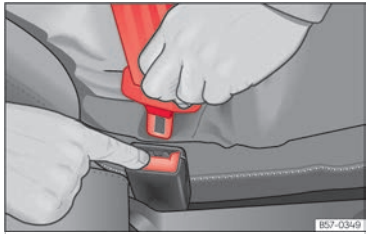

Fig. 23 Soltar la lengüeta del cierre del cinturón.
- Presione la tecla roja en el cierre ››› fig. 23. La lengüeta saltará del cierre.